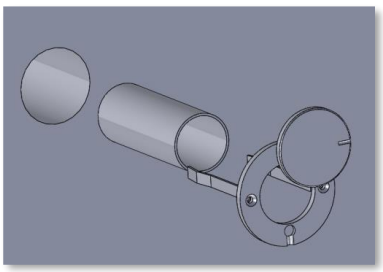

Abb. 1
1) In der Wand eine Kernbohrung von mind. 62 mm Tiefe ausführen (Abb. 1). Die Tiefe der Bohrung ist abhängig vom verwendeten Rohrkorpus. Zur Ermittlung die entsprechende Montageanleitung des Produkts zur Hand nehmen. Ein geringfügiges Nacharbeiten der Bohrung im Bereich der Schraubengewinde ist erforderlich.